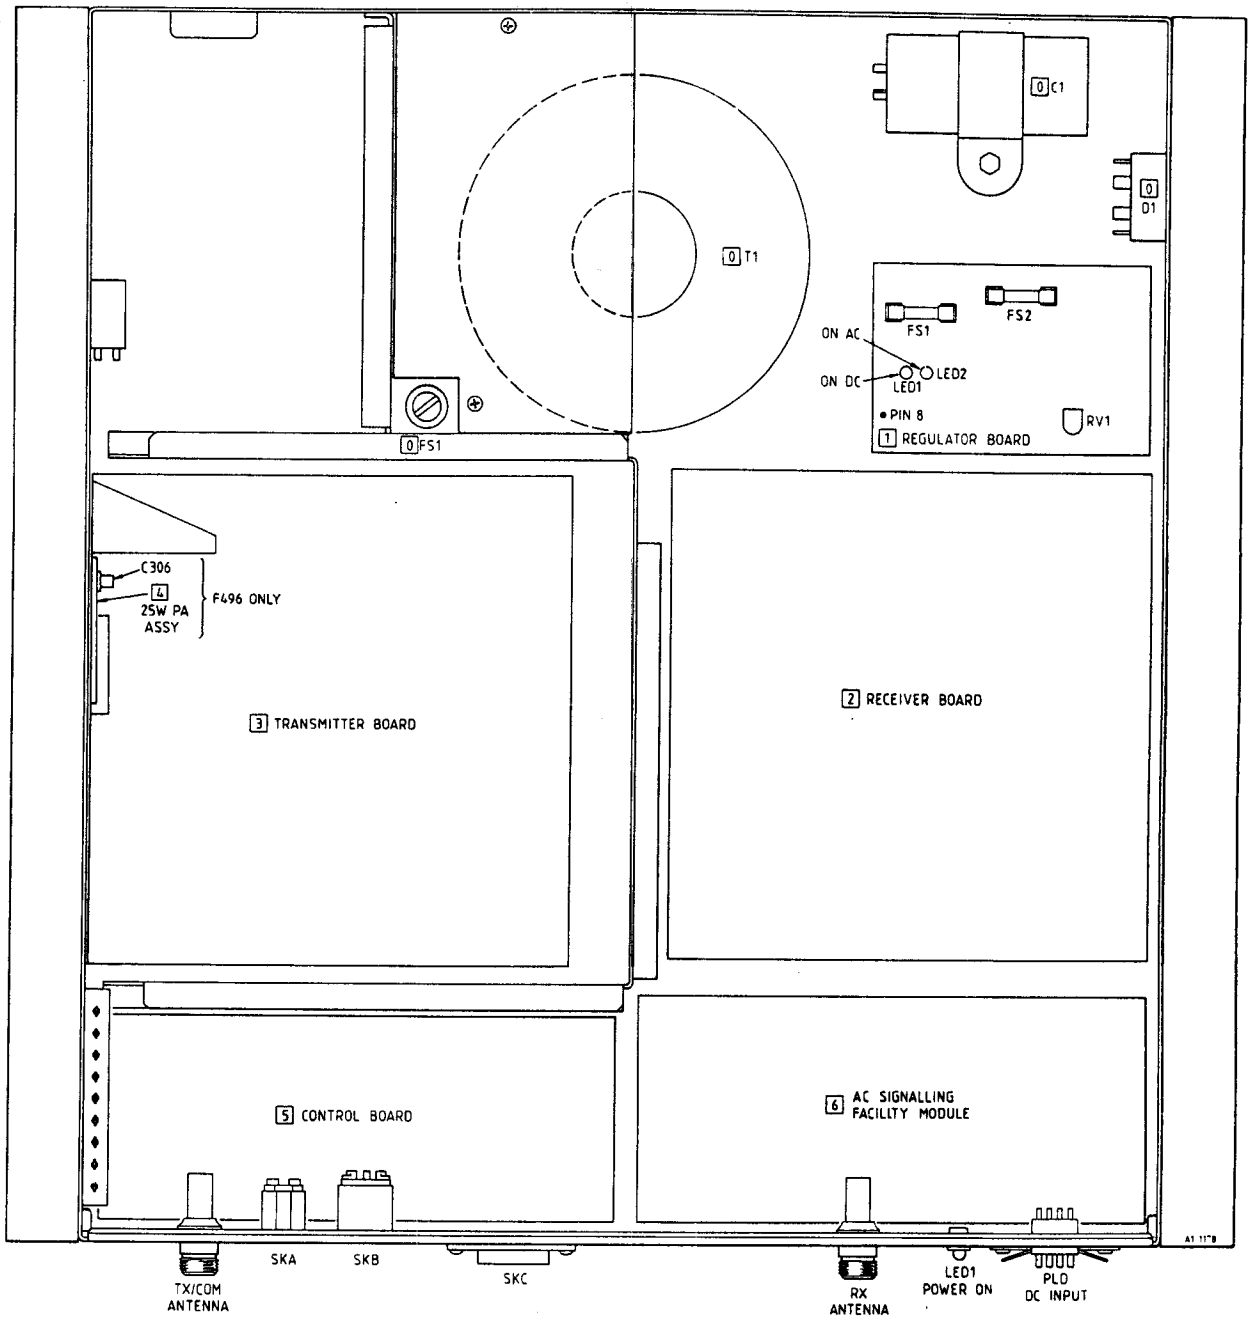

Fig 4.2 Transceiver Layout
1. Remove the mains input fuse [0] FS1 (See Fig. 4.2)